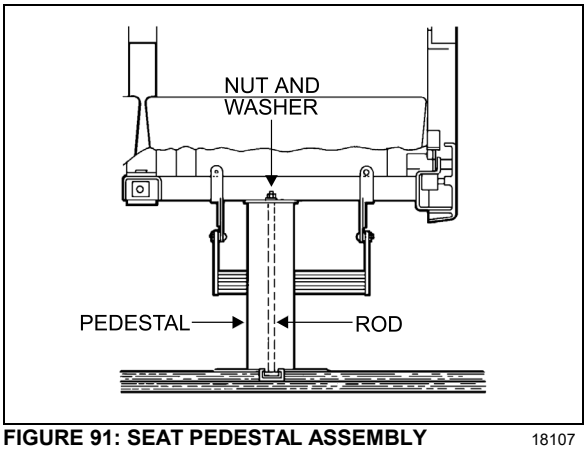

FIGURE 91: SEAT PEDESTAL ASSEMBLY 18107
5. Remove 2 nuts and washers holding seat frame to pedestal rods. See Figure 91.